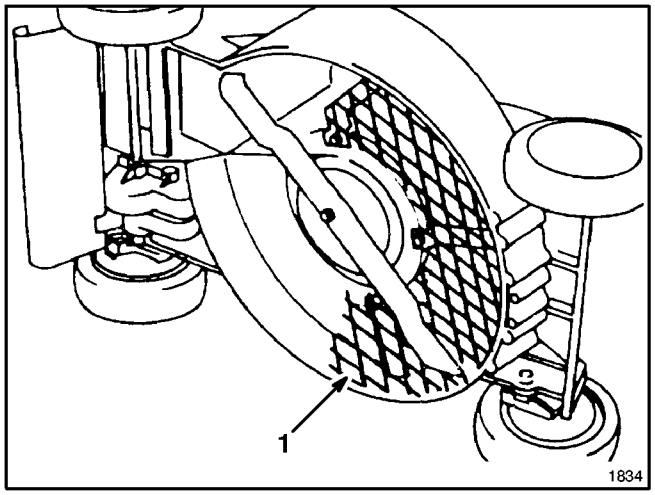

Abbildung 31
2. Laubschredder-Kit, Modell Nr. 59180—In Minuten auf der Unterseite des Mähers montierbar, ohne daß das Mähmesser abgenommen werden muß. Zerkleinert Blätter und erlaubt damit sauberes Absaugen in den Grasfangsack und praktische Entleerung (Abb. 31).